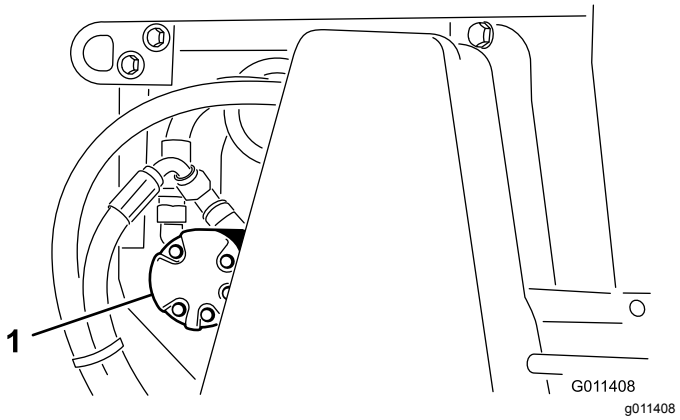

Figur 23
2. Løsne mutterne som fester lagerhuset (Figur 23) på venstre side av maskinen.